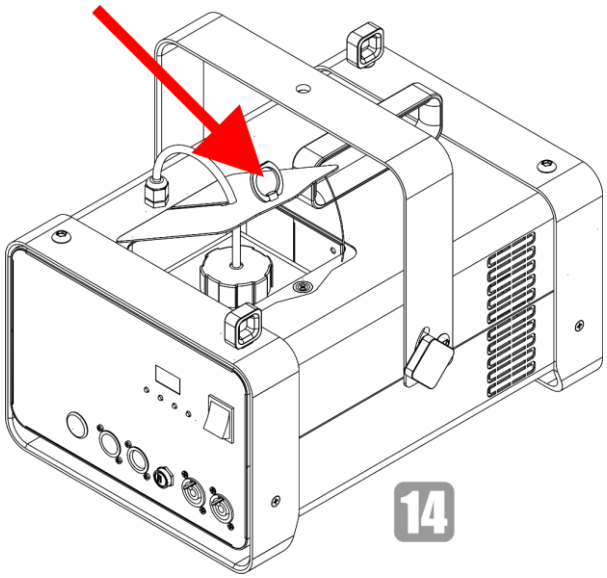

Fig. 32
14) Close the service lid, as shown in Fig. 32.